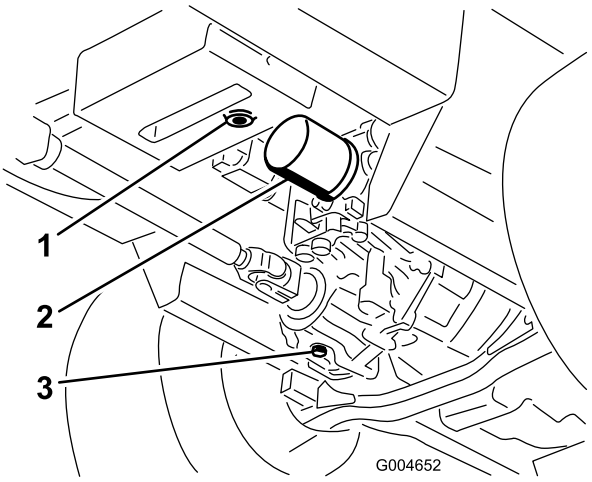

Figur 64
3. Placer en stor bakke under hydraulikbeholderen og gearkassen, og skru propperne af, så al hydraulikvæsken kan løbe af (Figur 64).
4. Rengør området omkring hydraulikoliefilteret, og afmonter det (Figur 64).